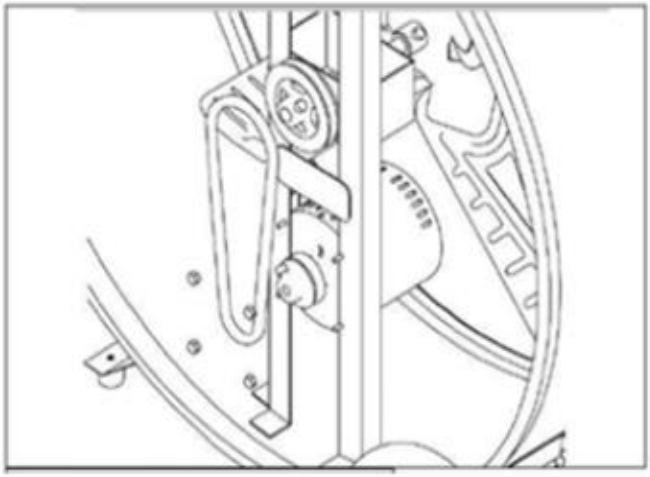

Figura 3 Ajuste correa ventilador
3.Retire la correa para sustituirla o ajuste el motor para tensar la correa (figura 3).